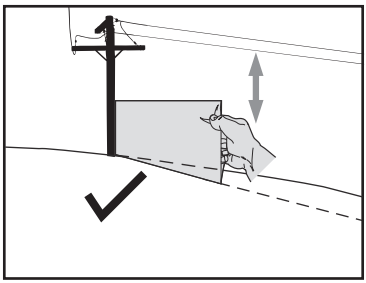

Fig. 01
3. Alinhe cada lado do medidor de inclinação com o objeto, figura (Fig. 01 e 02) .